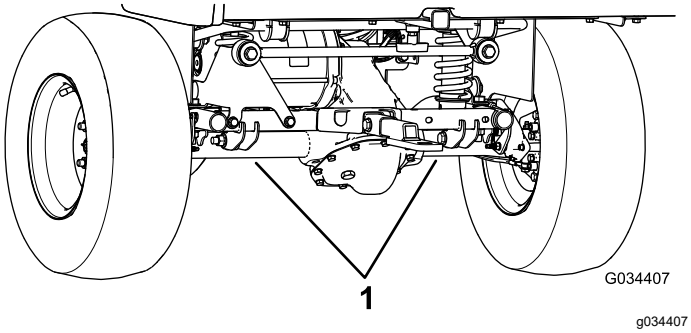

Figur 25
- Løftepunktet bak på maskinen er under akselrørene (Figur 25).